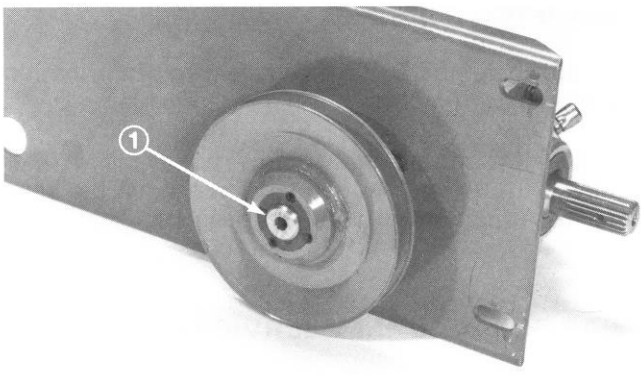

Figure 47
5. Remove set screws from taper lock bushing (Fig. 47). Install one set screw into hole that is threaded on side of taper lock (Fig. 47). Tighten set screw until taper lock is loose on inside of pulley hub.
2. Insert woodruff key into keyway in gear box shaft. Slide pulley w/taper lock onto gear box shaft and key (Fig. 47).
5. Check alignment of gear box pulley with spindle pulley. Loosen and relocate taper lock to adjust, if necessary (Fig. 47).